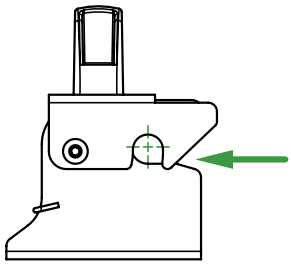

FIGURA 2
- Acerque la barra posterior de la silla hacia la abertura de anclaje del cierre que se encuentra en la parte frontal de éste (ver figura 2).